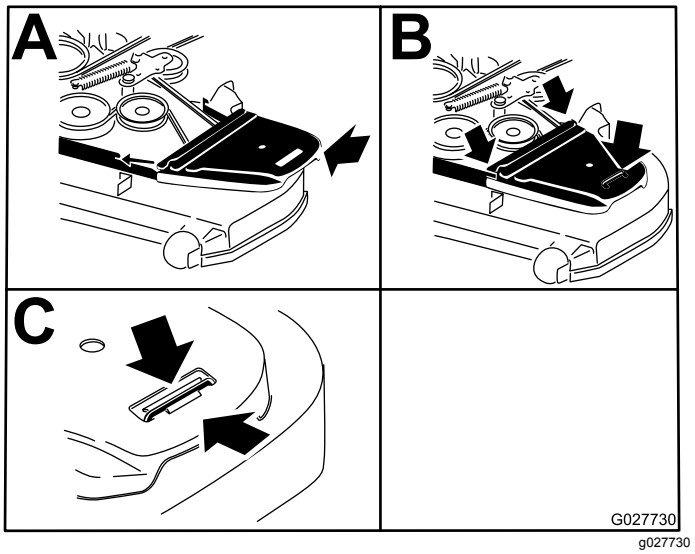

Figur 74
14. Monter remdekslene (Figur 74).